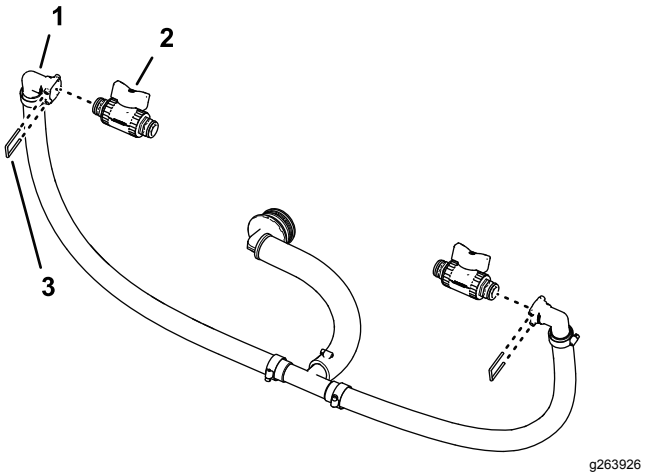

Figur 93
1. Afmonter holderen fra den 90° lyntilslutningsfitting, du monterede i Montering af omløbsslangerne (side 43), som vist på Figur 93.
2. Monter afbryderventilen på lynfrakoblings-fittingsoklen (Figur 93).
4. Monter afbryderventilen og holderen, som du fjernede i trin 1 under Afmontering af sektionsomløbsslangen (side 30) på den anden lynfrakoblingsfittingsokkel (Figur 93).